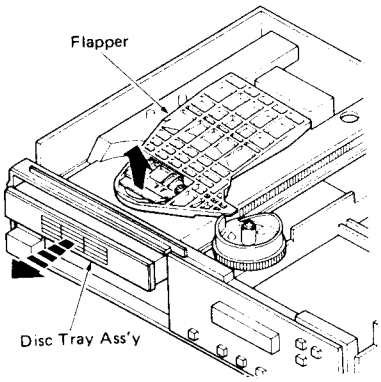

Fig. 2
a. Lift Flapper as shown in fig. 2, and pull Disc Tray Ass'y forward.